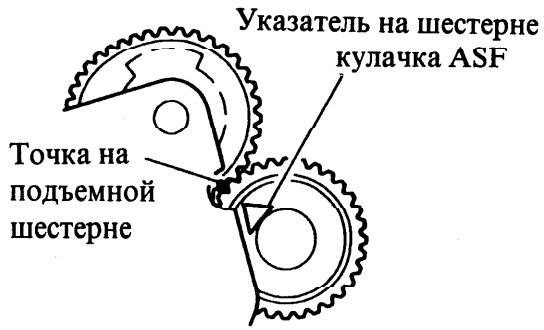
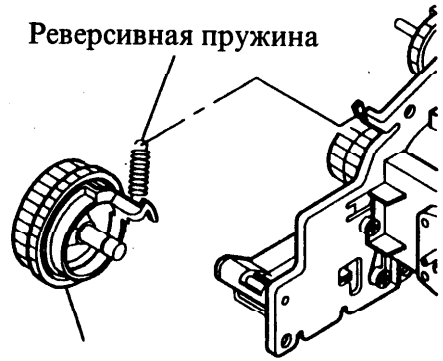

Рисунок 4 Выравнивание отметок на шестеренках
Рисунок 5 Установка реверсивной пружины
c. Выровняйте шестеренки, чтобы отметки на них соответствовали рисунку (рис. 4).
d. Закрепите узел боковой рамы тремя (3) винтами.
e. Установите реверсивную пружину, расположив ее в соответствии с рисунком (рис. 5).